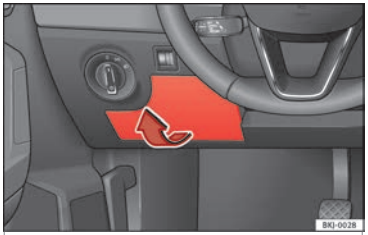

**Fig. 71** On the driver-side dash panel: fuse box cover.
- Opening: remove the fuse box cover in the direction indicated ››› **Fig. 71**.